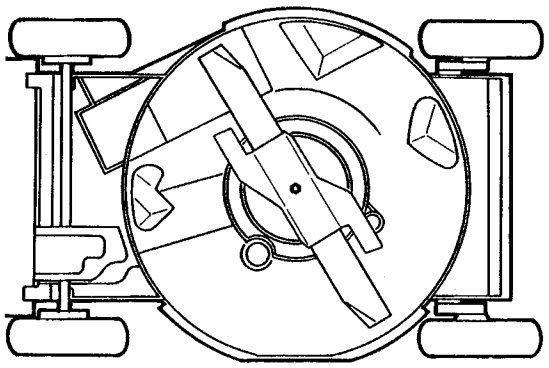

Figure 31
3. Tip mower on its left side (Fig. 31). Avoid rotating the blade because starting problems may result.